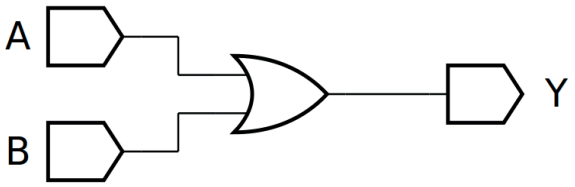
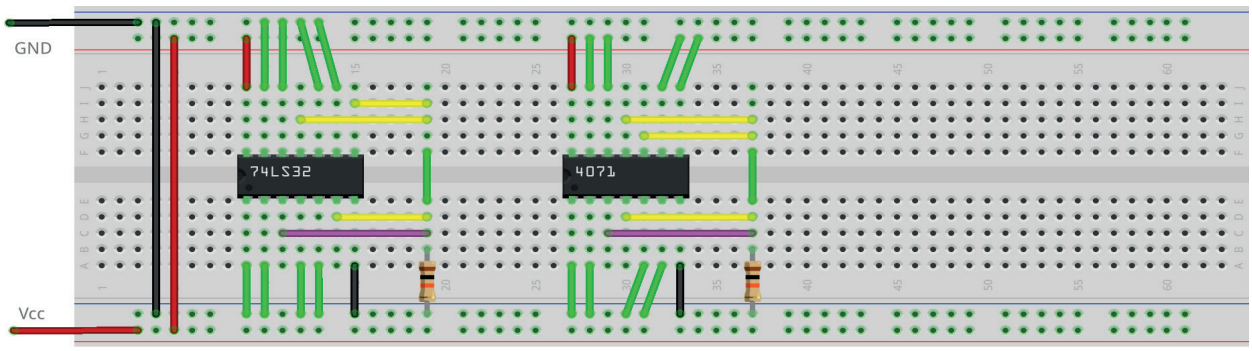

Figura 3.45 – Diagrama esquemático.7
Figura 3.46 – Placa de montagem com componentes.
1. Monte o circuito da figura 3.45, conforme mostrado na figura 3.46, na placa de montagem.
d) Conecte os fios verdes. Os fios verdes estão conectados ao terra e portanto fornecendo valor lógico (0) às entradas de todas as portas do CI.
26. Utilizando o software de simulação SmartSim, simule a porta E (AND) de acordo com a figura 3.45. Compare a simulação com a tabela 3.15.